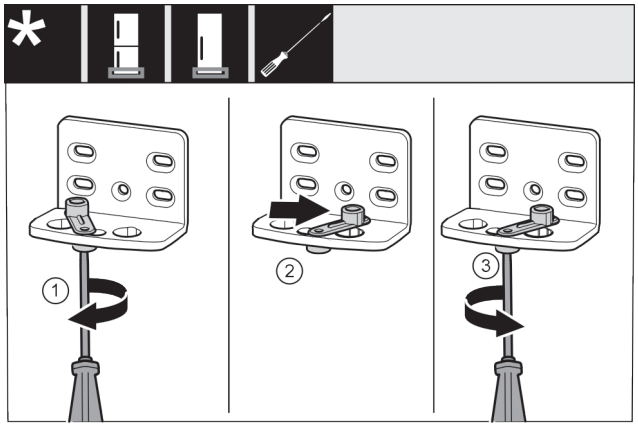

*Fig. 14*
▶ Šroubovákem volně přišroubujte šroub *Fig. 14 (1)*.
▶ Zvedněte pomůcku zavírání dveří *Fig. 14 (2)* a v otvoru ji otočte o 90° doprava.
▶ Šroubovákem šroub *Fig. 14 (3)* pevně utáhněte.